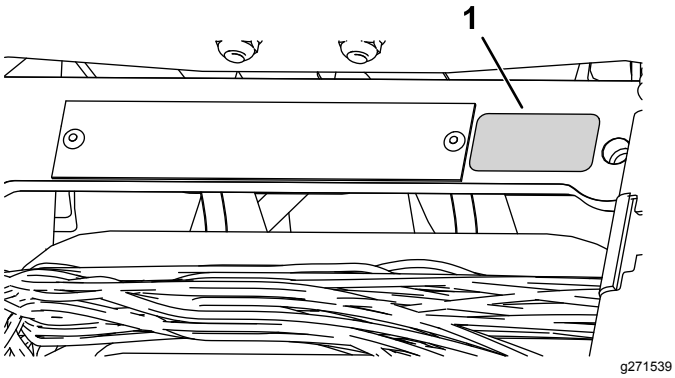

Figur 12
- Fastgør mærkaten med produktionsåret tæt på serienummerpladen (Figur 12).